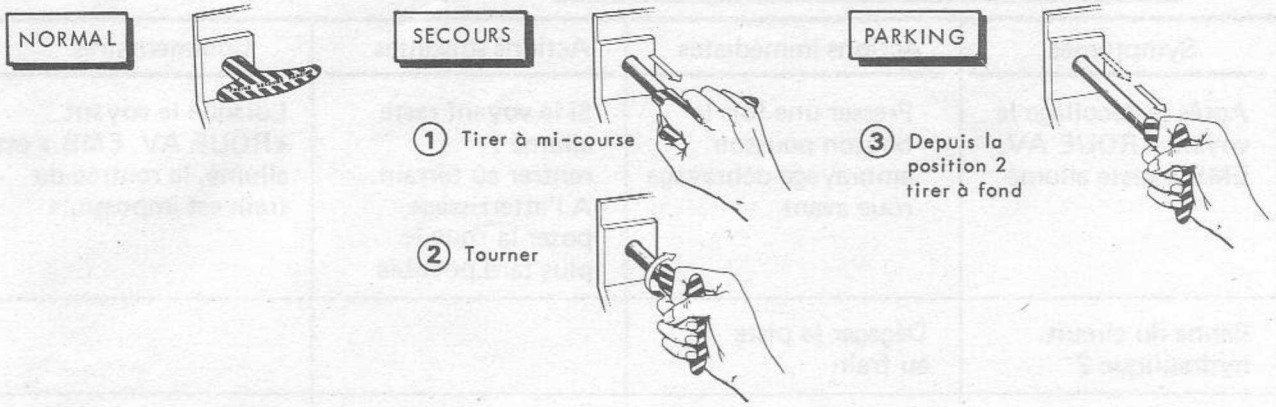

FIGURE 12 - MANIEMENT DE LA POIGNEE DE FREINS
7.5.2.5 - Freinage en secours commandé (Fig. 12)
7.5.2.7 - Freinage au parking (Fig. 12)